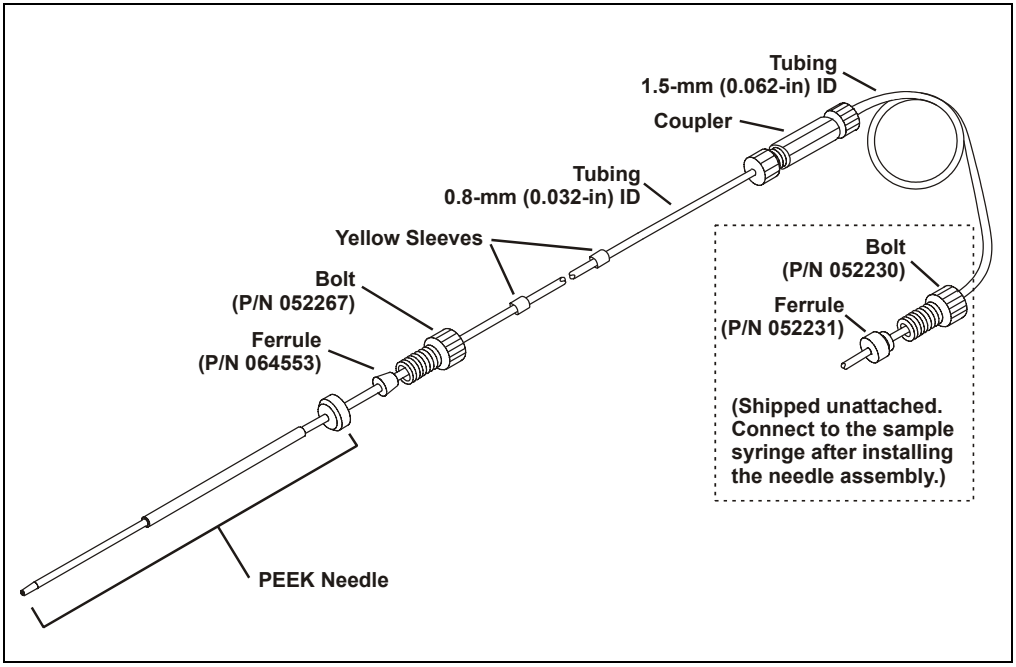

Figure 5-9. 8.5 mL PEEK Sampling Needle Assembly (P/N 061267)
- If the sample syringe is 5 or 10 mL, an 8.5 mL sampling needle assembly (P/N 061267) is installed. The 8.5 mL assembly includes the same parts as the 1.2 mL assembly, plus a coupler and an additional length of tubing to increase the volume (see Figure 5-9).